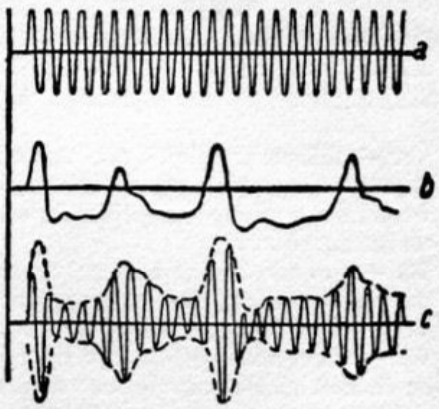

Fig. 38. a. Ongemoduleerde hoogfrequente stroom. b. Laagfrequente modulatie van de microfoon. c. De gemoduleerde hoogfrequente stroom.
W. — Je hebt gelijk. Welnu, dat is gemakkelijk te doen. We zouden bijvoorbeeld de microfoon in den antennekring kunnen plaatsen. Als de weerstand van de microfoon verandert onder de inwerking van de geluidsgolven, zal op zijn beurt de antennestroom in sterkte veranderen. Of anders gezegd: in plaats van een serie ongedempte trillingen met gelijke amplitudo (fig. 38, a) krijgen we een serie trillingen met veranderlijke amplitudo (fig. 38, c). Dat is een *gemoduleerde stroom* van hooge frequentie.